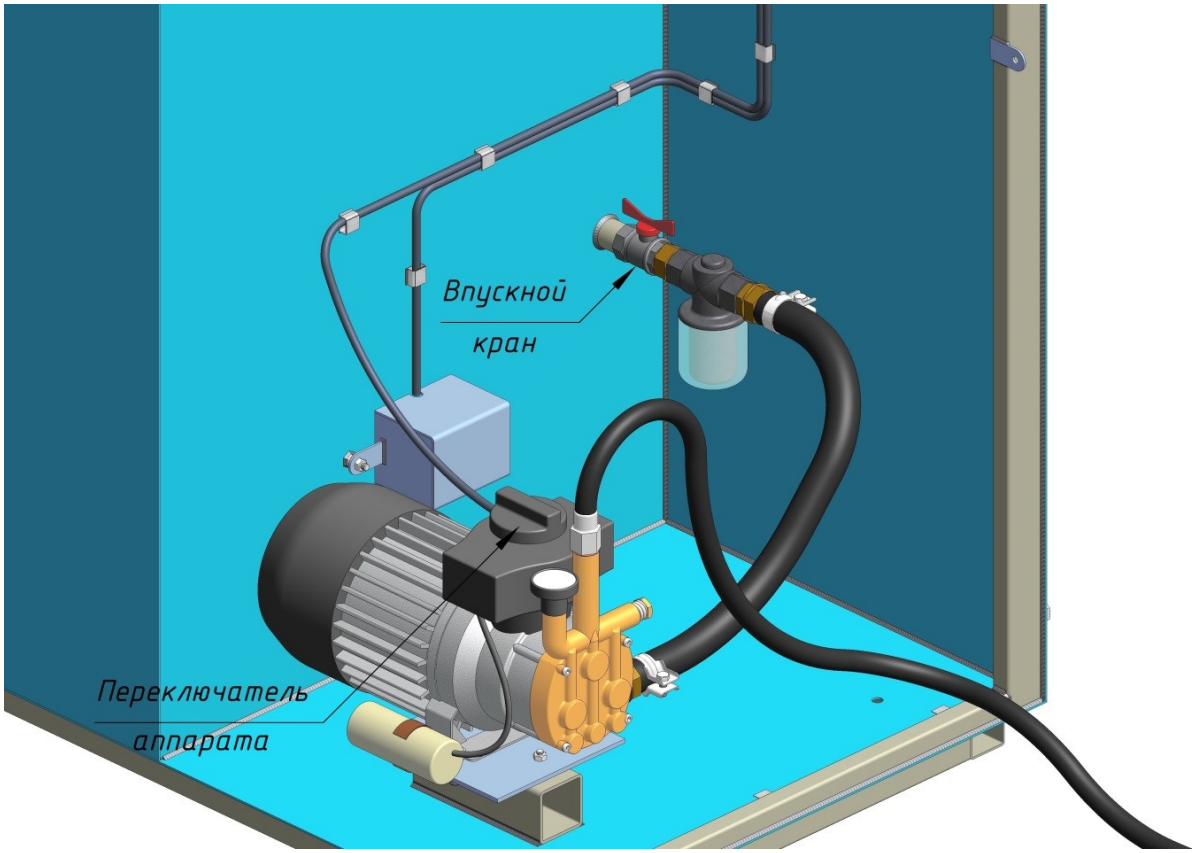

Рисунок 5
4.8. Эксплуатация ПМК «Аквадор» без воды категорически запрещена, поэтому первоначально необходимо открыть впускной кран и подождать несколько минут, чтобы вода поступила во всасывающий трубопровод (смотри рис. 5).
– повернуть переключатель аппарата против часовой стрелки (смотри рис. 5);
5.2. Убедиться в том, что впускной кран всасывающего трубопровода открыт (смотри рис. 5);
5.3. Повернуть против часовой стрелки переключатель АВД (смотри рис. 5);